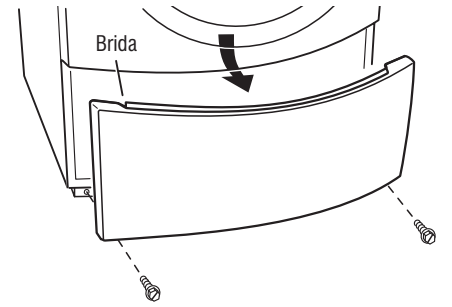

Figura 13 *Deslice el panel de pie hacia abajo para soltarlo de las bridas, luego tire de él.*
3. Deslice el panel de pie hacia abajo, luego tire de él desde el fondo. Vea la figura 13.